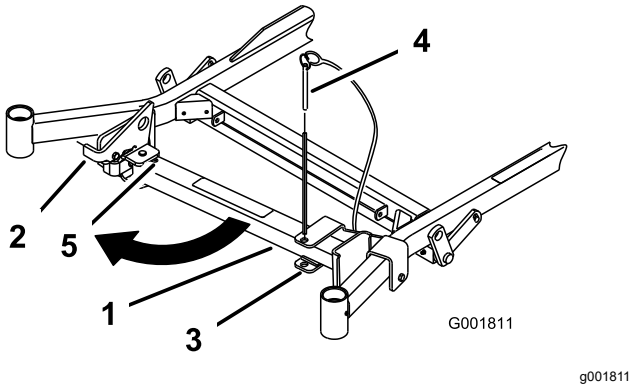
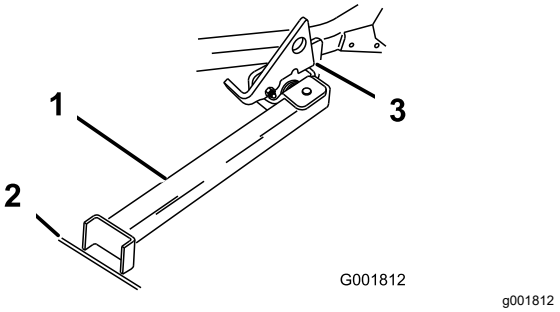

Figur 44
Figur 45
2. Fjern beslagpinden (Figur 44).
4. Sving standens fod ud fortil, og skub den mod maskinen, ind nederst i rillen (Figur 44 og Figur 45).
5. Placer standens fod på jorden, og lad låsen hvile på drejetappen (Figur 45).
Bemærk: Det bedste resultat opnås, hvis standens fod placeres i en revne i fortovet eller i plænen (Figur 45).
7. Kør maskinen op på standen. Stands, når låsen falder over tappen i låst position (Figur 45).
5. Sæt den tilbage til hvileposition (Figur 44).